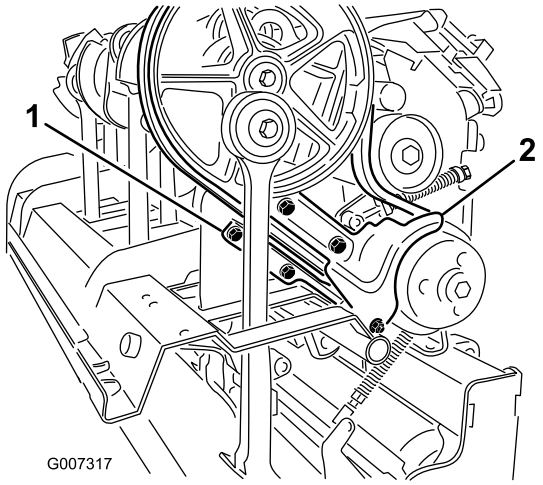

**Figur 32**
3. Fjern de fastgørelsesanordninger, der fastgør smudsafskærmningen og den nederste remafskærmning (Figur 32). Afmonter